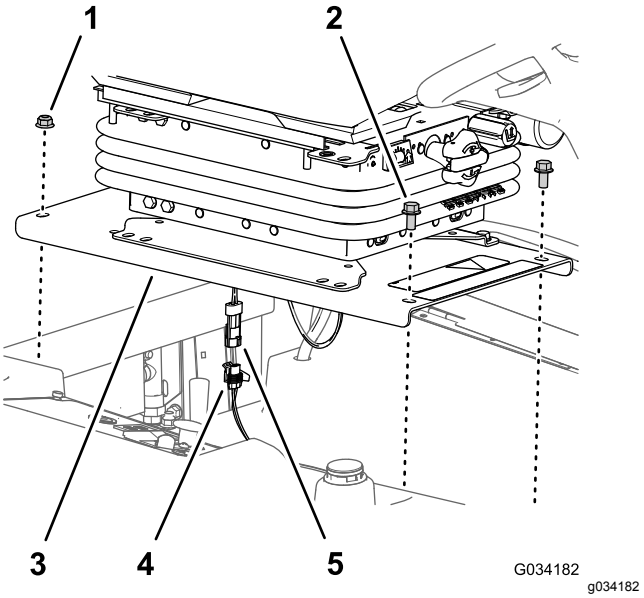

Figur 36
1. Ta bort de två flänsskruvarna (3/8 x 3/4 tum) som håller fast fronten på sätesplattan på maskinchassit (Figur 36).
2. Ta bort de två flänslåsmuttrarna (3/8 tum) som håller fast bakdelen på sätesplattan på maskinchassit (Figur 36).
4. Dra ut kontakten med två uttag för brytarkablaget för förarnärvaro från kontakten med två uttag för maskinens kablage (Figur 36).
2. Anslut kontakten med två stift för brytarkablaget för förarnärvaro till maskinens kablagekontakt med två uttag. Se Figur 36.
3. Rikta in de bakre hålen i sätesplattan (Figur 36) med de två vagnsskruvarna (3/8 x 1 tum) i kylarkanalen.
4. Montera sätesplattan (Figur 36) på vagnsbultarna med de två flänslåsmuttrarna (3/8 tum) som du tog bort i steg 2 av Montera sätet och sätesplattan (sida 42).
5. Rikta in de främre hålen på sätesplattan (Figur 36) med gängorna på tankstängerna.
6. Montera sätesplattan (Figur 36) på tankstängerna med de två flänsskruvarna (3/8 x